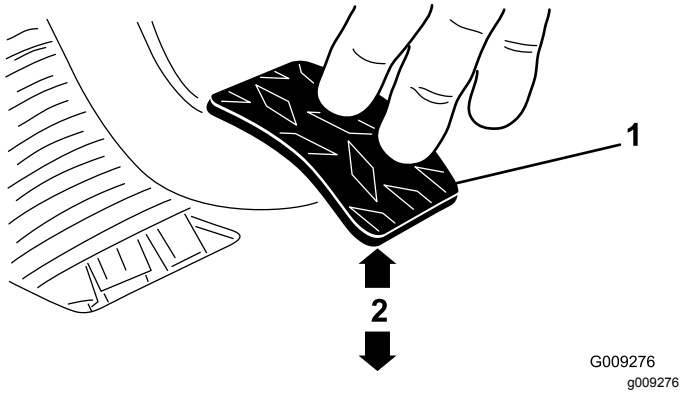

Figur 60
3. Justera kontramuttrarna eller kulleden så att den bakre kanten på kopplingspedalen är 9,2–9,8 cm från ovansidan av golvplattans diamantmönster när en kraft på 1,8 kg appliceras på pedalen (Figur 60).